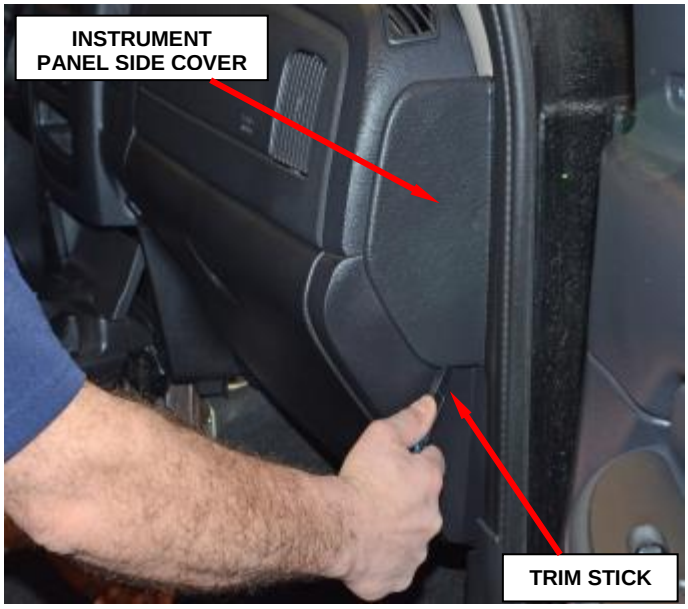

**Figure 1 – Instrument Panel Side Cover**
2. Using a trim stick, from the notch on the bottom, remove the right instrument panel side cover (Figure 1).